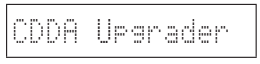

Fig. 2
1. While pressing the “INFO” key, connect the power cable to the AC outlet. (Fig. 2)
The FIRMWARE UPDATE mode is activated and “CDDA Upgrader” is displayed. (Fig. 2)